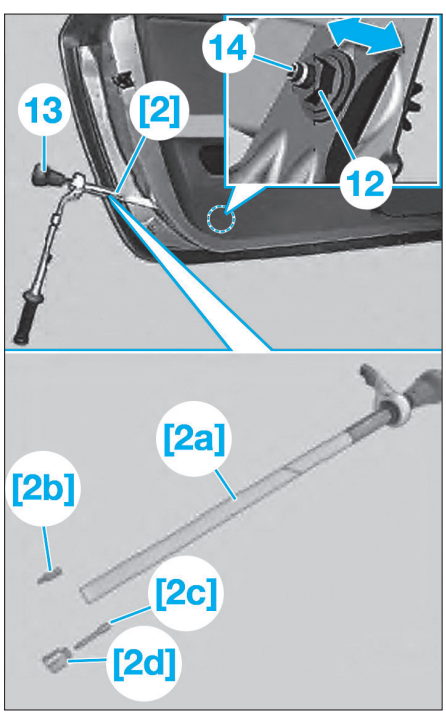

Fig. 119
- [2a]. Rallonge cliquet réf. BMW 513301 **(Fig.119)**.
- [2b]. Embout Torx de 15 réf. BMW 513302 **(Fig.119)**.
- [2c]. Embout Torx long réf. BMW 513303 **(Fig.119)**.
- [2d]. Douille de 13 réf. BMW 513304 **(Fig.119)**.
• A l'aide des outils [2a], [2b], [2c] et [2d], desserrer l'écrou (12) **(Fig.119)**.